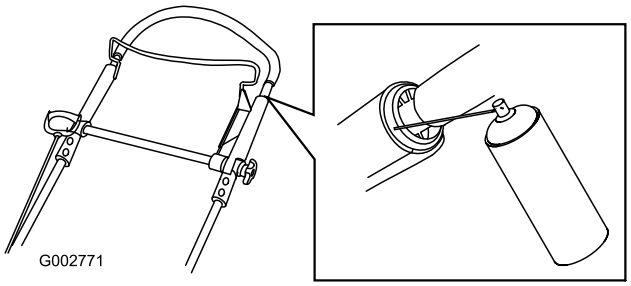

Figur 40
1. Spray den ytre plastenden av det indre håndtaket (Figur 40).